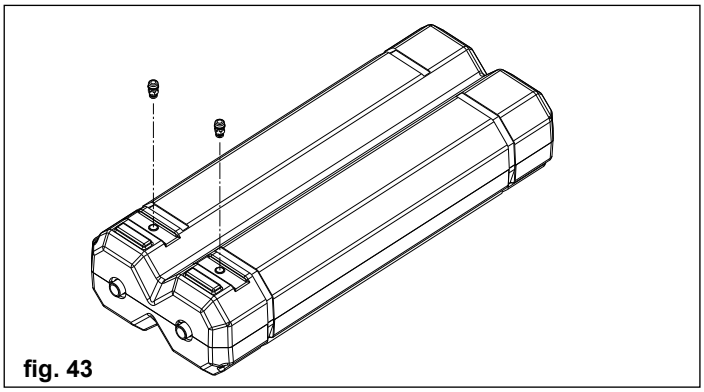

fig. 43
- Prima di posizionare l’accumulo inerziale nel vano superiore, togliere i tappi di nylon ed avvitare gli sfiati manuali nelle apposite sedi (fig.43)